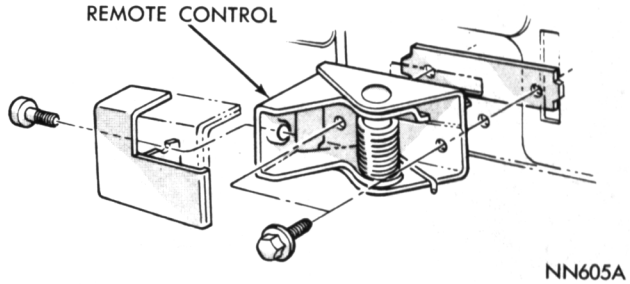

Fig. 15—Remote Control Handle
The remote control handle (Fig. 15) is attached to the control unit with a screw at the rear inner end.
(2) Remove remote control base to door panel screws (Fig. 15).
(3) Remove link from remote control lever.
(4) Remove control through large opening in door.